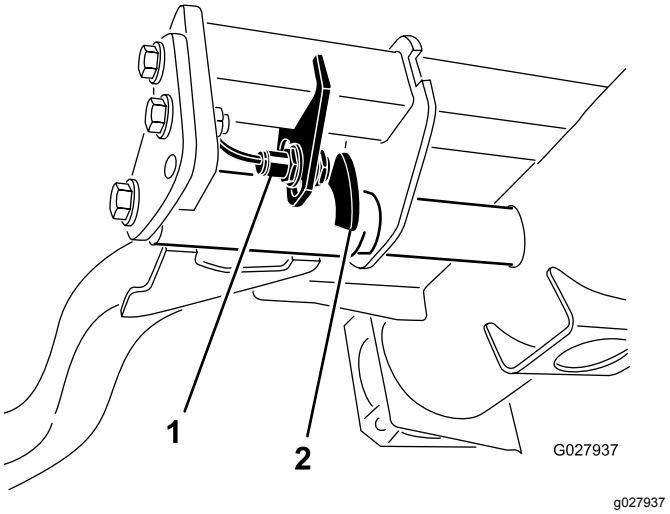

Figur 66
2. Løftearmsbryteren finnes under den hydrauliske tanken bak den fremre, høyre løftearmen (Figur 66).
3. Løsne bryterens festeskruer og flytt bryteren ned for å heve løftearmens vendehøyde, eller flytt bryteren opp for å senke løftearmens vendehøyde (Figur 66).